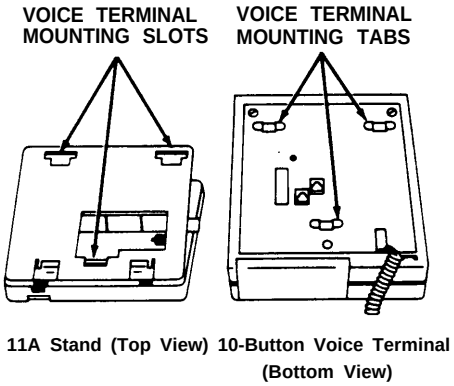

Figure 1
2. Position the stand on the back of the voice terminal so that the voice terminal mounting tabs fit into the mounting slots on the stand (see Figure 1).